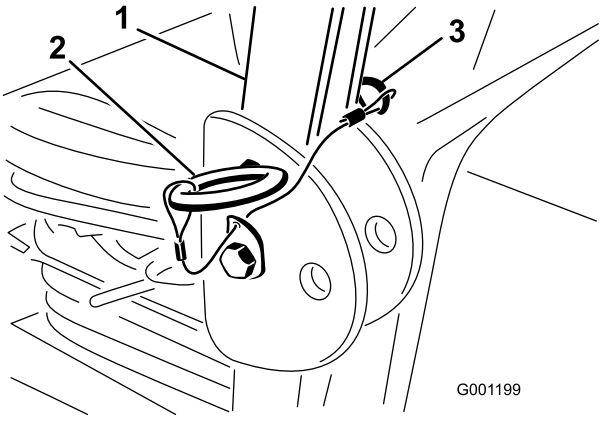

Figura 6
2. Con il roll bar in posizione sollevata, rimuovete le coppiglie e le 2 spine (Figura 6).